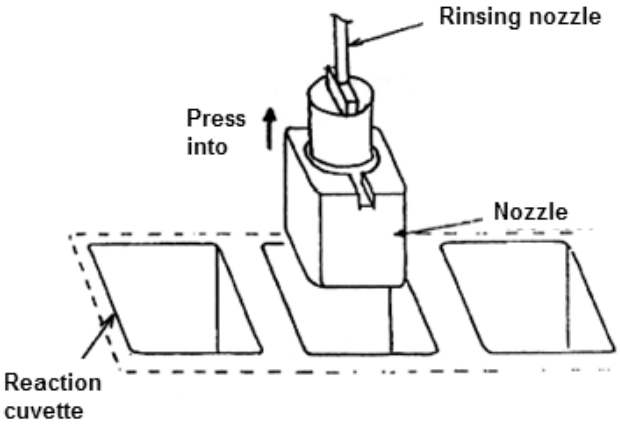

Figure 10-4-25
(3)Gently take out the sponge. When fixing it, (as Figure 10-4-25 shows) do not install it in the opposite direction, and the lower surface of the sponge should be parallel to the reaction cuvettes.